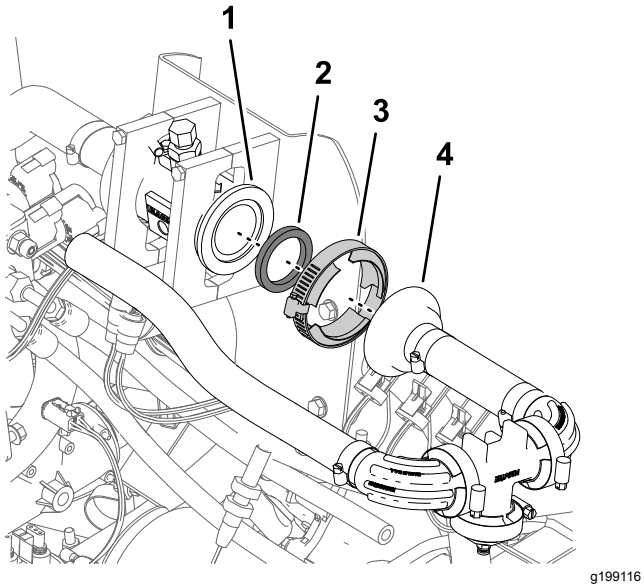

Rysunek 91
2. Obejmę kołnierzową dokręć palcami (Rysunek 91).